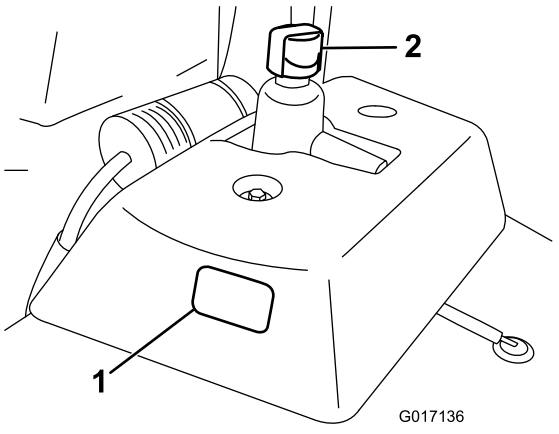

Bild 22
1. Stellen Sie die Maschine auf eine ebene Fläche. Stellen Sie sicher, dass die Maschine abgekühlt ist, sodass das Öl kühl ist. Prüfen Sie den Ölstand am Schauglas an der Seite des Hilfsölbehälters (Bild 22). Wenn der Ölstand zwischen den zwei Markierungen am Schauglas liegt, ist der Stand ausreichend.